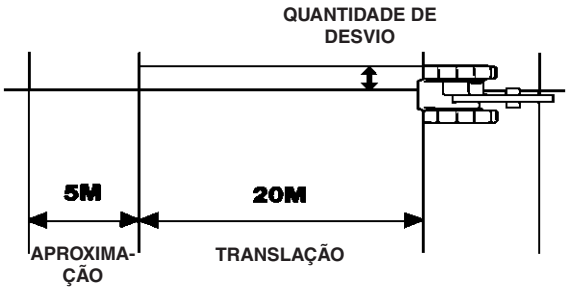
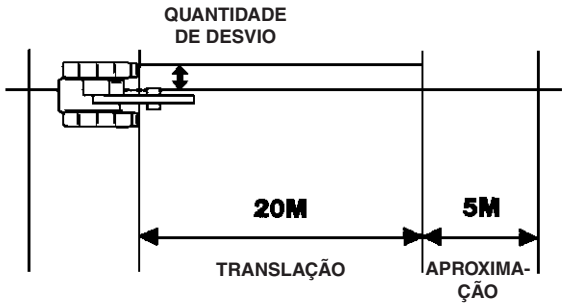

Fig 18.
Fig 19.
Aproxime a linha de referência e ajuste a posição da sapata da esteira/direção de translação em relação à linha de referência nos primeiros 5 metros (16,5 pés). Então, sem ajustar, permita que a máquina se desloque por 20 metros (65,62 pés), ⇒ ***Fig 18. (251)*** e meça o desvio. Efetue o mesmo procedimento em marcha à ré, ⇒ ***Fig 19. (251)***.